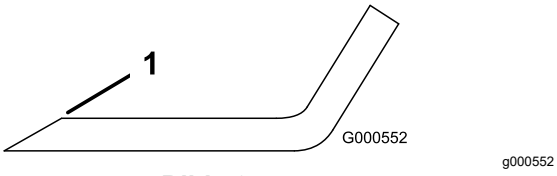

Bild 79
1. Schärfen Sie die Schnittkante an beiden Enden des Schnittmessers mit einer Feile (Bild 79).
Hinweis: Feilen Sie, wenn das Schnittmesser nicht ausgewuchtet ist, vom Flügelbereich des Messers etwas Metall ab (Bild 79).